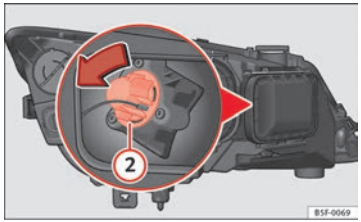

Fig. 143 Turn signal bulb
- Turn the bulb holder ⇒ Fig. 143 (2) to the left and pull.